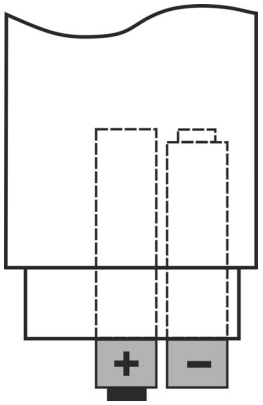

Fig. 11: Sostituzione batterie
3. Inserire le batterie nuove dello stesso tipo (vedere § 7.1.2) rispettando le polarità indicate (vedere Fig. 11)